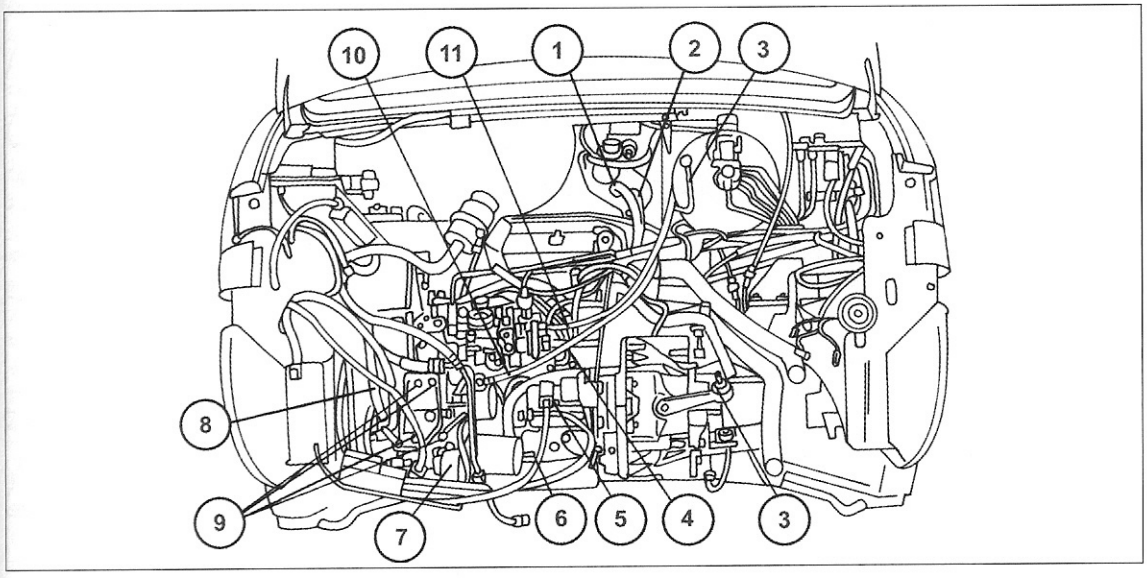

Bild 31
- Bei den nächsten Arbeiten ist Bild 31 hinzuziehen, um die elektrischen Kabel folgendermaßen in der Zahlenreihenfolge abzuschließen oder die Kabelstecker abziehen. Ebenfalls die anderen gezeigten Teile trennen: Die beiden Leitungen (1) und (2) trennen, das Kupplungsseil (3) aushängen, den Stecker (4) an der gezeigten Stelle abziehen, Massekabel für Anlasser (5), Stromkabel für Anlasser (6), Kompressor der Klimaanlage (20) nach Lösen der Schrauben (9) ausbauen und mit einem Stück Draht an der Karosserie festbinden.